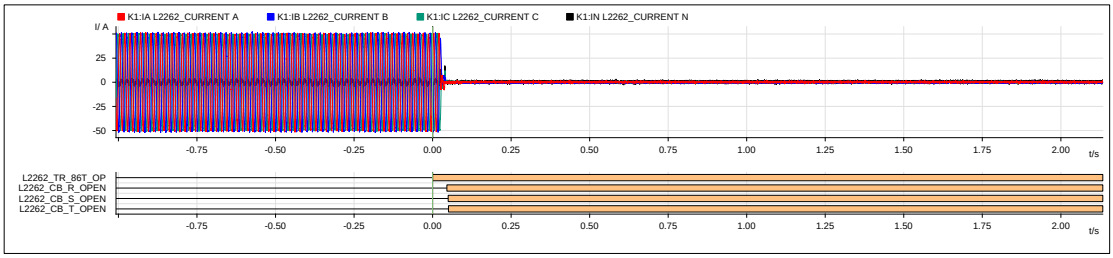

Figura 3. Registro oscilográfico del equipo registrador de fallas de la S.E. Huallanca Nueva (Fuente: MINERA SANTA LUISA).
11.2 En la S.E. Huallanca Nueva, luego de 33 ms de iniciada la falla, se produjo la apertura de los interruptores IN-2456, IN1-603 e IN-302 del transformador T1 de 220/60/33 kV, por activación del relé de disparo y bloqueo 86D, asociado a la protección de alivio de presión del trasformador T1 (ver Figura 3).